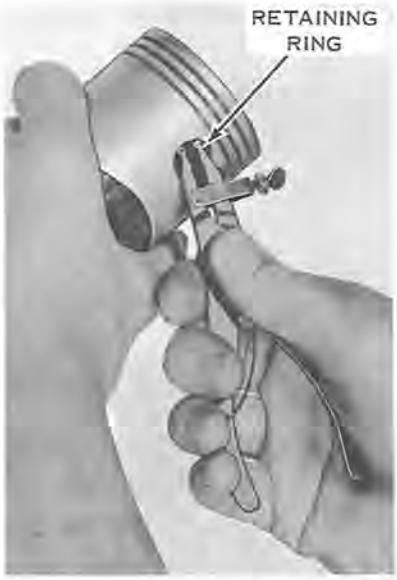

Figure 8-5
h. If necessary to remove connecting rods from pistons, remove wrist pin retaining rings, using Truarc No. 1 pliers (Service Tool #303857) (see Figure 8-5). Drive wrist pin through to free piston from connecting rod.